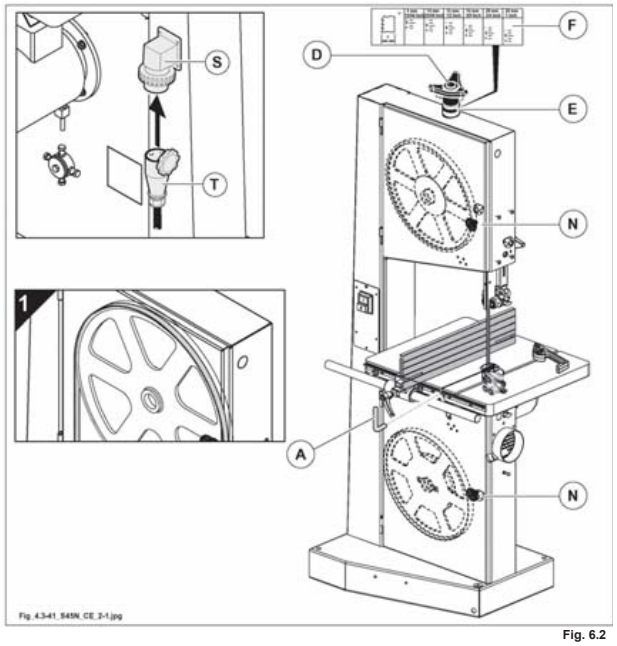

Fig. 6.2
- Aprire gli sportelli (N fig. 6.2) di protezione dei volani (l'apertura agisce sui micro che impediscono l'avviamento del motore).
- Togliere il perno (A fig. 6.2) dal piano sega.
- Allentare completamente la lama agendo sulla manopola (D fig. 6.2).
- Tendere parzialmente la lama tramite la manopola (D fig. 6.2); ruotare manualmente i volani fino a quando la lama non ha raggiunto una posizione stabile.
per un corretto funzionamento i denti della lama devono sporgere dal bordo dei volani (vedi "1" fig. 6.2).
- Tensionare definitivamente la lama sega fino a portare l'indicatore (E fig. 6.2) in posizione "0"; scegliere la scala di riferimento (F fig. 6.2) in base alla larghezza della lama sega.